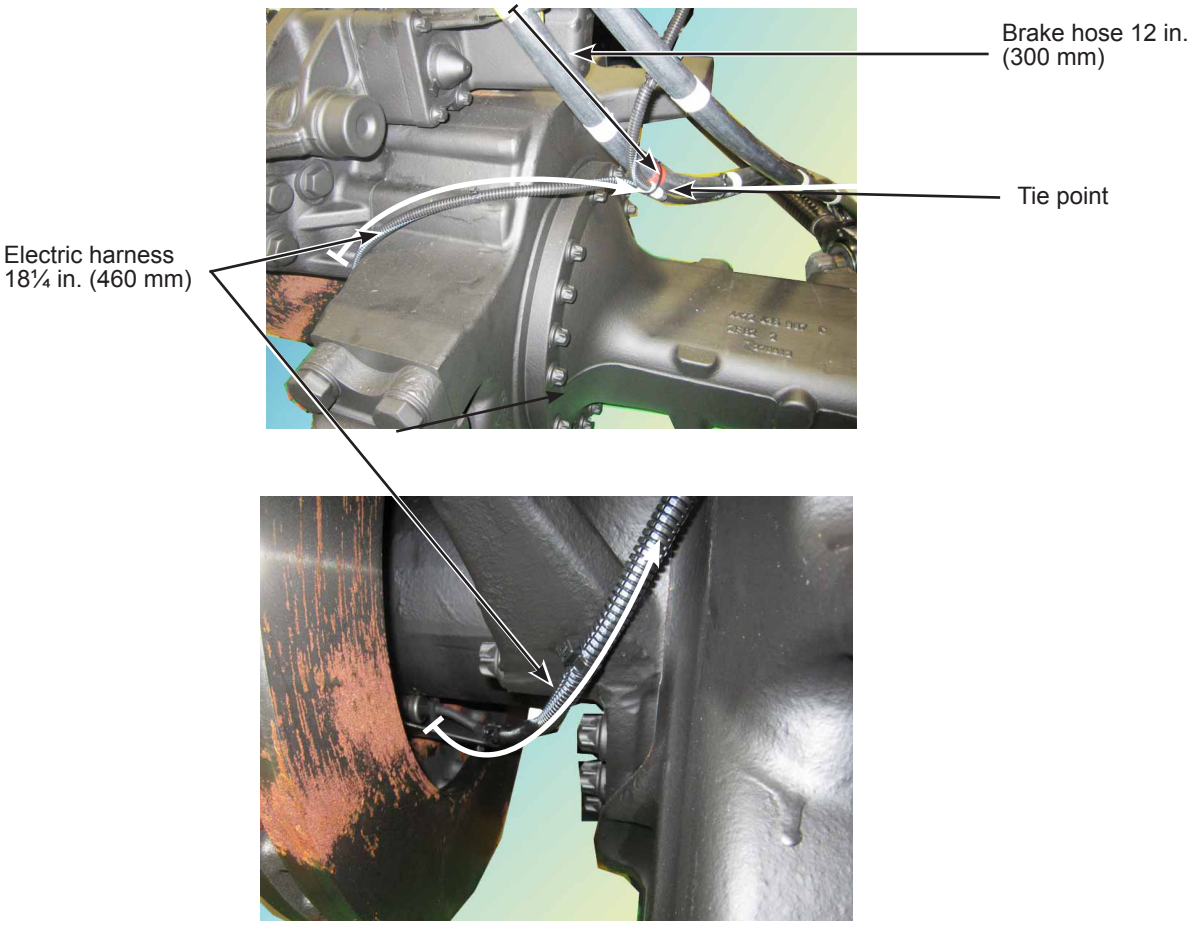

Figure 20 - Driver Side Electrical Harness Routing
2.28. Mark the electrical harness at the position indicated in Figure 20.
2.29. Mark the brake hose the position indicated in Figure 20.
2.30. Affix the electrical harness to the brake hose with a tie-wrap at the tie point indicated in Figure 20. If required, affix with other tie wraps.